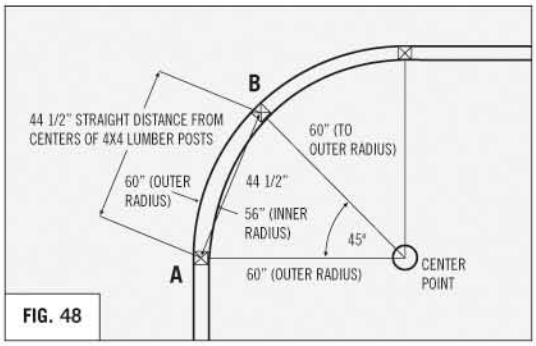

FIG. 48
- The distance from the center point to the outer radius should measure 60" (inner radius 56"). The distance between the center point of post-A to the center point of post-B should be 44 1/2". **(REFER TO FIG. 48)**